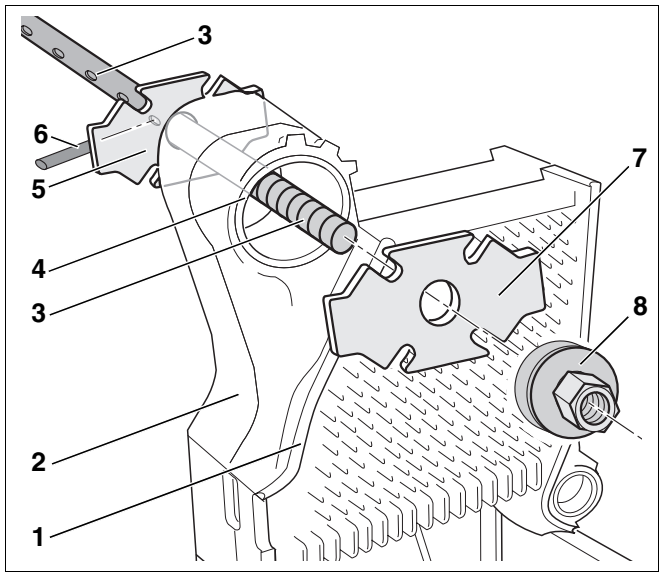
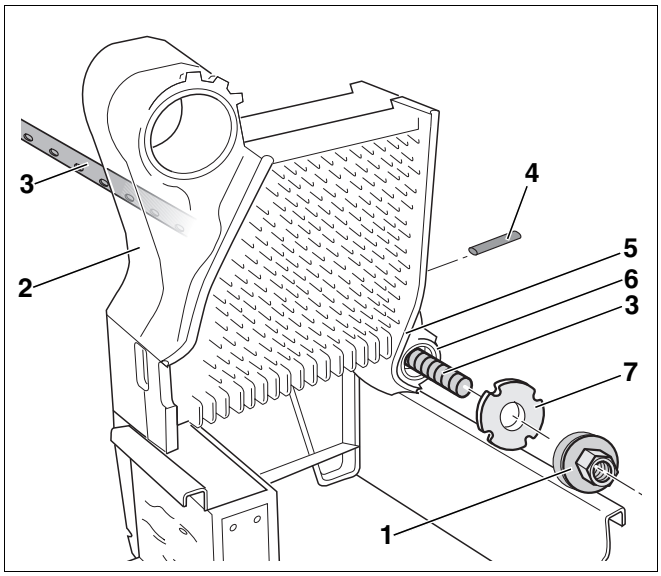
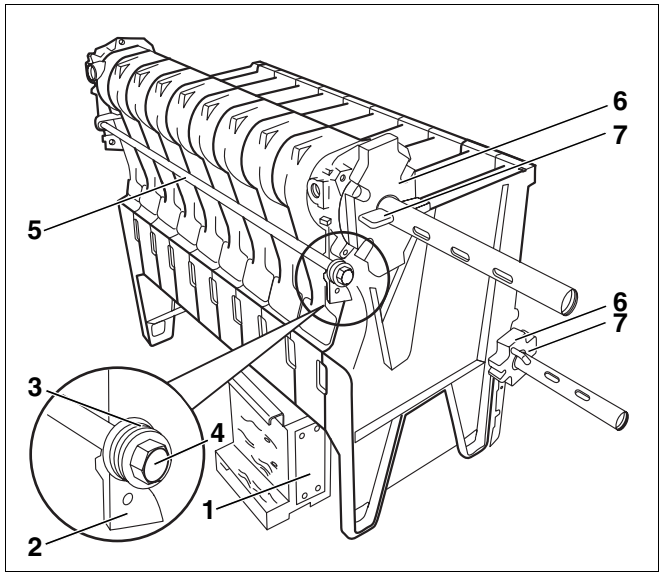

Afb. 16 Bovenste ketelnaaf
Afb. 17 Onderste ketelnaaf
Afb. 19 Ankerstangen monteren – volgorde van de schotelveren
- Schuif telkens een trekstang (afb. 16 en afb. 17, **pos. 3**) door de bovenste en de onderste ketelnaaf (afb. 16, **pos. 4** en afb. 17, **pos. 6**) van het gedeeltelijke ketelblok.
Als de bijkomende flens (afb. 16, **pos. 7**) zich bij het samentrekken op de afdichtinggroef van het middenelement (afb. 16, **pos. 1**) bevindt, kan dat leiden tot ondichtheden.
- Zorg ervoor, dat de bijkomende flens (afb. 16, **pos. 7**) vlak op de ketelnaaf ligt.
- Schuif de bijkomende flens (afb. 16, **pos. 7**) op de trekstang (afb. 16, **pos. 3**) van de bovenste ketelnaaf (afb. 16, **pos. 4**).
- Schuif de tegenflens (afb. 16, **pos. 5**) op de trekstang (afb. 16, **pos. 3**) van de bovenste ketelnaaf (afb. 16, **pos. 4**) en beveilig ze met de bijhorende spie (afb. 16, **pos. 6**) (vgl. afb. 19, pagina 23).
- Draai het trekgereedschap (afb. 16, **pos. 8**) op de draadboringen van de trekstang (afb. 16, **pos. 3**).
- Schuif de bijkomende flens (afb. 17, **pos. 7**) op de trekstang (afb. 17, **pos. 3**) (onderste ketelnaaf – afb. 17, **pos. 6**).
- Schuif de tegenflens op de onderste ketelnaaf (afb. 17, **pos. 6**) en beveilig ze met de bijhorende spie (afb. 17, **pos. 4**) (vgl. afb. 19, pagina 23).
- Draai het trekgereedschap (afb. 17, **pos. 1**) op de draadboringen van de trekstang (afb. 17, **pos. 3**).
- Verdeel de schotelveren (afb. 19, **pos. 3**) gelijkmatig.
- Plaats de ankerstangen (afb. 19, **pos. 5**) met de schotelveren (afb. 19, **pos. 3**) in de gietijzeren nok (afb. 19, **pos. 2**).
- Draai de moeren (afb. 19, **pos. 4**) manueel op de draad van de ankerstangen (afb. 19, **pos. 5**), zodat de vlakken van de schotelveren tegen de gietijzeren nok liggen.
- Draai vervolgens de moeren (afb. 19, **pos. 4**) links en rechts op de ankerstangen (afb. 19, **pos. 5**) 1 tot 1½ slagen aan (M10: 15 Nm; M16: 25 Nm).
- Montagehulp (afb. 19, **pos. 1**, pagina 23) verwijderen.